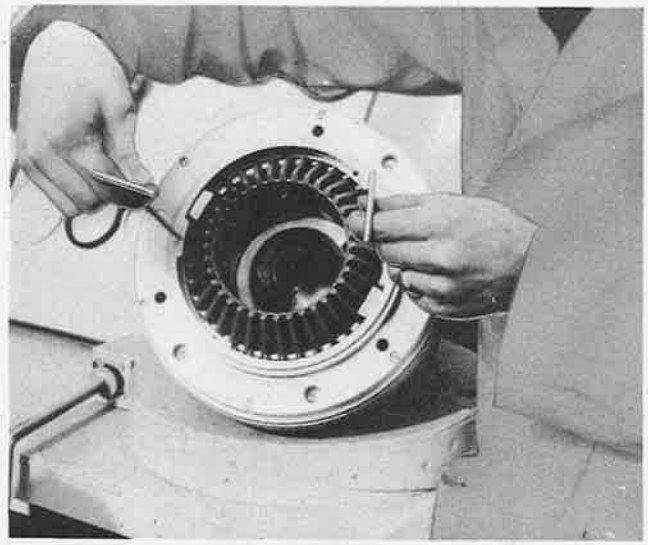

Figure 246—Lifting Out Stop Rings
(1) When installing the dome assembly, it is *absolutely essential* that the rotating cam gear in the dome be meshed with the blade gear segments in the proper angular relationship, and the following steps should be carried out to insure correct meshing.
(2) Prior to dome installation, check the low-and high-pitch stop rings in the base of the fixed cam to make certain the dome operating range is correctly set for the installation. To reset these rings, lift out the uppermost stop ring which is the high-angle stop ring and is marked "SET TO HIGH PITCH" on one lug, and "ASSEMBLE THIS STOP LAST" on the other lug. (See figure 246.) Then lift out the lower